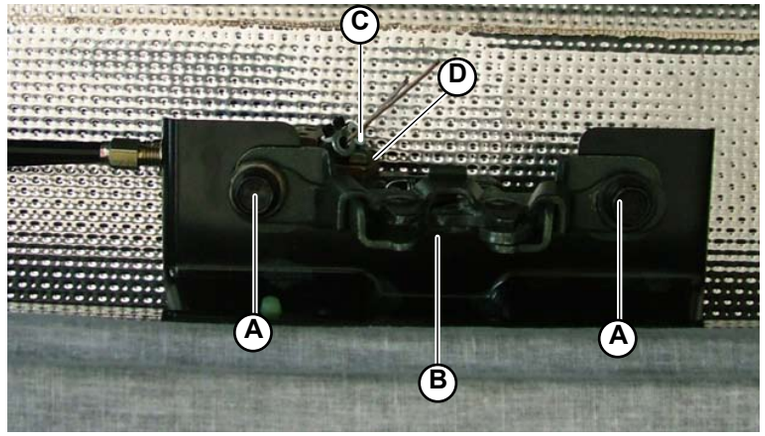

Fig.6
1. Unscrew the 2 screws (**A-Fig.6**) securing the lock (**B-Fig.6**) to the chassis.
2. Unscrew the screw (**C-Fig.6**) securing the plate (**D-Fig.6**) to the opening cables.